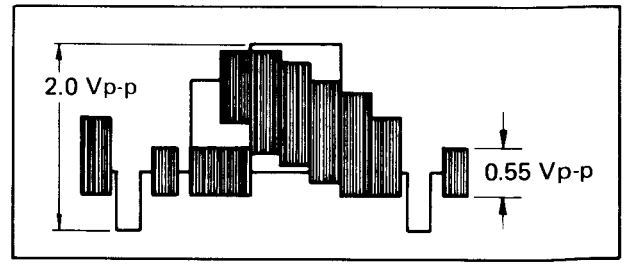

Fig. 5-31 Playback color output level adjustment
3. Adjust R215 (COLOR LEVEL) so that the level of color burst signal is 0.55 Vp-p as shown in Fig. 5-31.